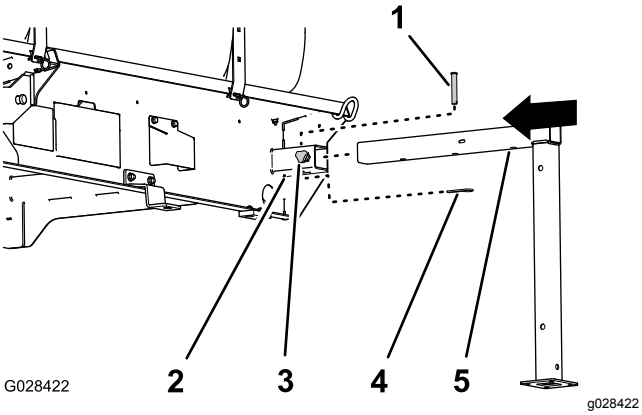

Figur 105
1. Rikta in den främre domkraften med domkraftsstödet på tankens framsida (Figur 105).
2. Sätt in domkraften i stödet tills mitthålet i det horisontella domkraftsröret riktas in med hålet längst upp i stödet. (Figur 105).
4. Gänga in en låsratt i stödet och dra åt den för hand (Figur 105).